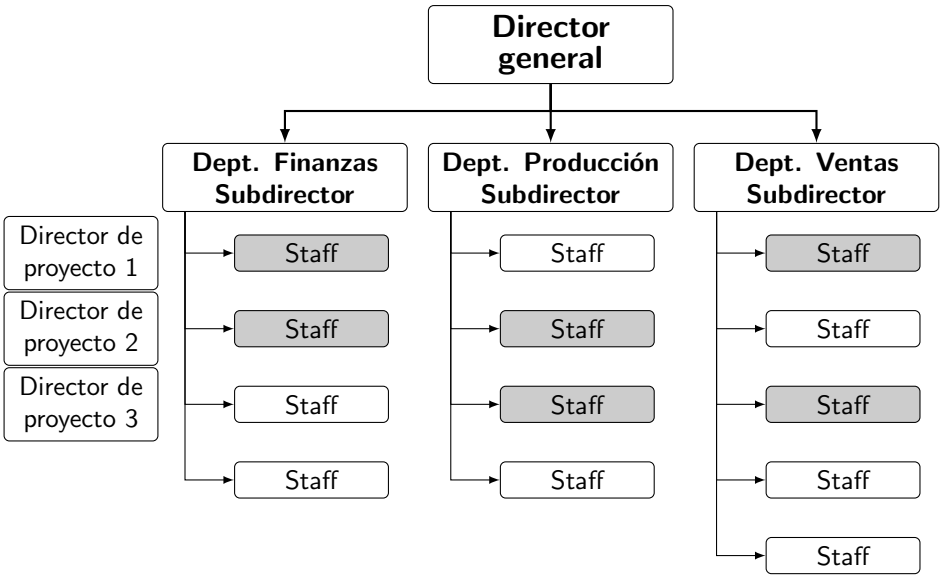

Figura 1.9: Ejemplo de organización matricial
- **Matriciales**. Cada vez con mayor frecuencia, los proyectos implican y afectan a muchas áreas funcionales de una organización. Como resultado, el personal de estas diferentes áreas debe trabajar conjuntamente para llevar a cabo con éxito el trabajo del proyecto. La estructura organizativa matricial combina elementos de las estructuras funcional y proyectizada para facilitar la participación receptiva y eficaz de personas de distintas partes de la organización en proyectos que requieren de sus conocimientos especializados. Como muestra la Figura 1.9, en una estructura organizativa matricial, se asignan personas de distintas áreas de la organización para trabajar en proyectos. Los jefes de proyecto dirigen la realización de las actividades del proyecto, mientras que los supervisores directos de las personas (de los departamentos de finanzas, producción y ventas) realizan tareas administrativas, como la evaluación formal del rendimiento de las personas y la aprobación de ascensos, aumentos salariales o solicitudes de permisos. Dado que una persona puede estar en un proyecto menos del 100 % de su tiempo, puede trabajar en más de un proyecto a la vez.